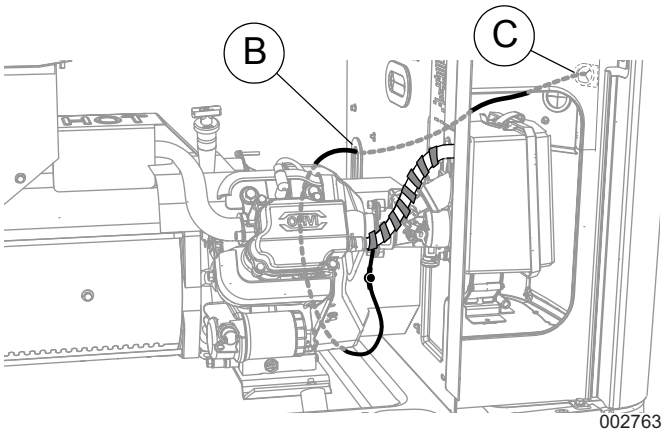

Figure 5. Acheminement des fils au branchement du client (modèles de 9 kW)
3. Voir la ***Figure 5***. Faites passer les fils dans l'œillet de faisceau (B) de la cloison du moteur, puis dans l'œillet du panneau de branchements du client (C). Fixez tous les fils avec des fils d'attache en plastique à au moins 1 cm (0,5 po) des tuyaux de carburant.